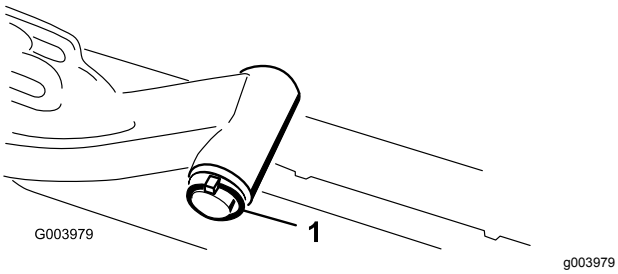

图12
A. 拆下将提升臂枢轴固定至提升臂的保险销和垫圈将提升臂枢轴滑出提升臂图12。
C. 将提升臂轴插入提升臂使用垫圈和保险销将其固定图12。